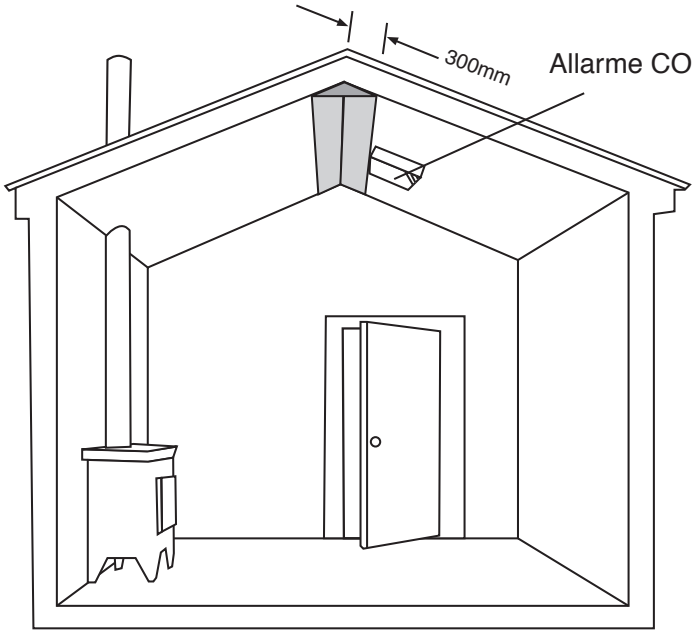

Figura 3. Installazione in stanze con tetto a spiovente. L'allarme per il rilevamento del CO deve essere posizionato sul lato alto della stanza
- In stanze con tetto spiovente, occorre posizionare l'allarme per il rilevamento di CO nel lato alto della stanza (consultare la Figura 3).